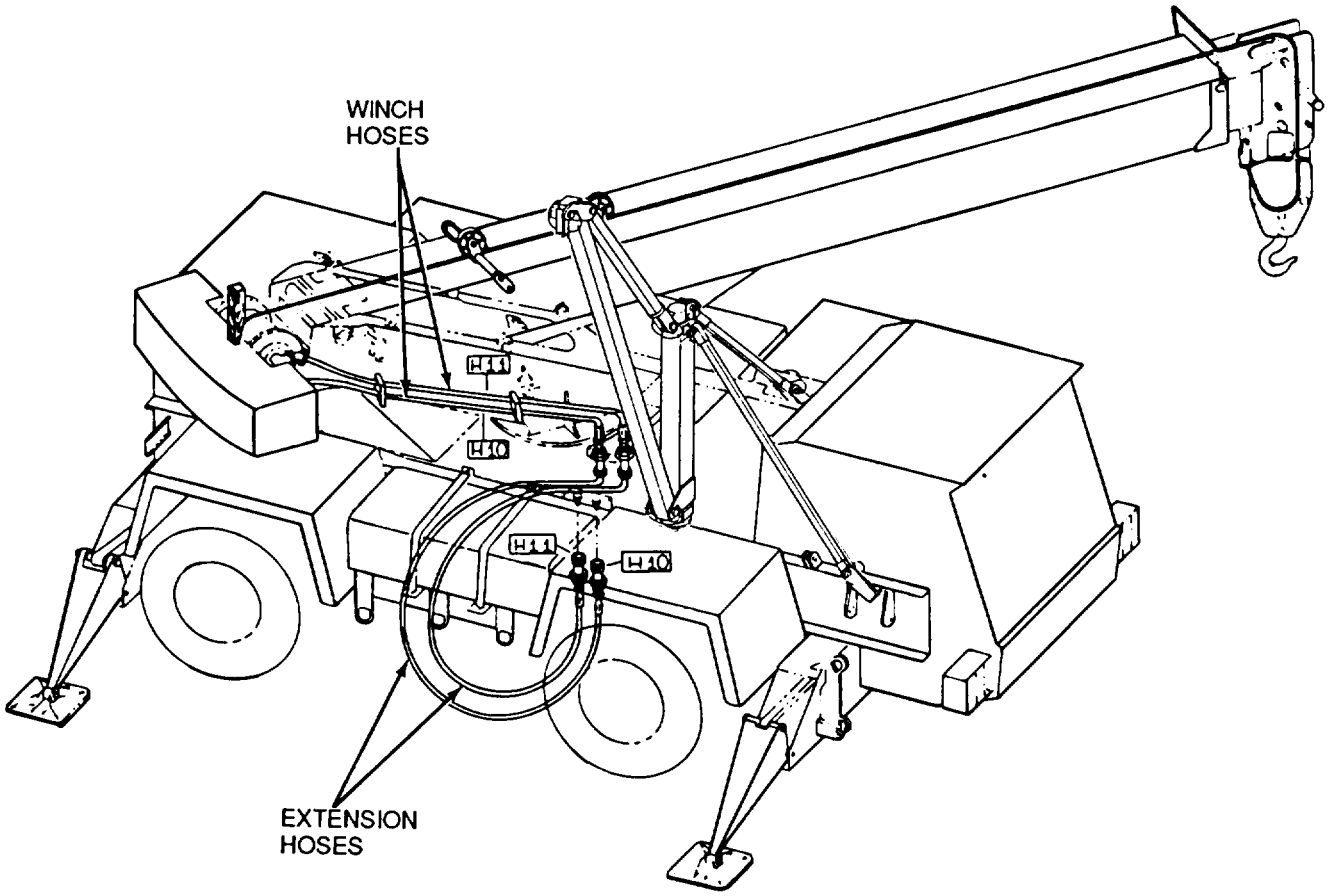

Figure 5-15. *Quick Disconnect Fittings*
e. Locate the two quick disconnect fittings that extend down from two tees on winch valve next to frame, underneath right side of earner. Remove protective dust caps and connect male connectors of extension hose H-10 to H- 10 winch hose and extension hose H-11 to H-11 winch hose (Figure5-15).